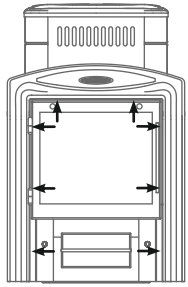

Рисунок 5. Места установки саморезов
1. открутить саморезы 8 шт., которыми прикрепляется рамка с дверцей к топливному каналу, и снять ее (см. рисунок 5);